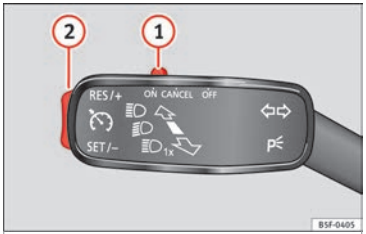

Fig. 188 Turn signal and main beam headlight lever: cruise control buttons.
– Move knob (1) ››› **Fig. 188** to the **ON** position.
– Briefly press rocker switch (2) in **SET** position when you have reached the speed you wish to set.
– Press rocker switch (2) ››› Fig. 188 ››› page 178 in **RES**.
– The set speed can be **reduced** by pressing switch (2) ››› Fig. 188 ››› page 178 in **SET**.
– On releasing the switch at speeds of less than 30 km/h (19 mph), no speed will be set and the memory will be deleted. The vehicle must be moving at a speed of over 30 km/h (19 mph) and switch (2) pressed again to **SET** for it to be set.
Cruise control **is switched off temporarily** by pressing switch (1) ››› Fig. 188 ››› page 178 in **CANCEL** or by pressing the brake or clutch pedal.
– Move knob (1) ››› Fig. 188 ››› page 178 to **OFF**.